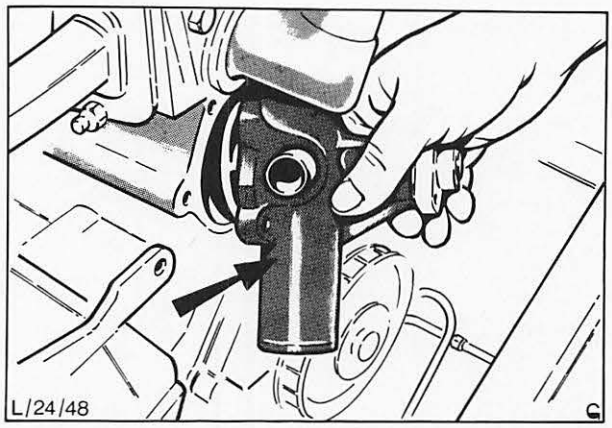

Abb. 71 Ausbau der Wasserpumpe (2,0-Ltr.-OHC-Motor)
8. Wasserpumpe ausbauen (3 Schrauben), Abb. 71.